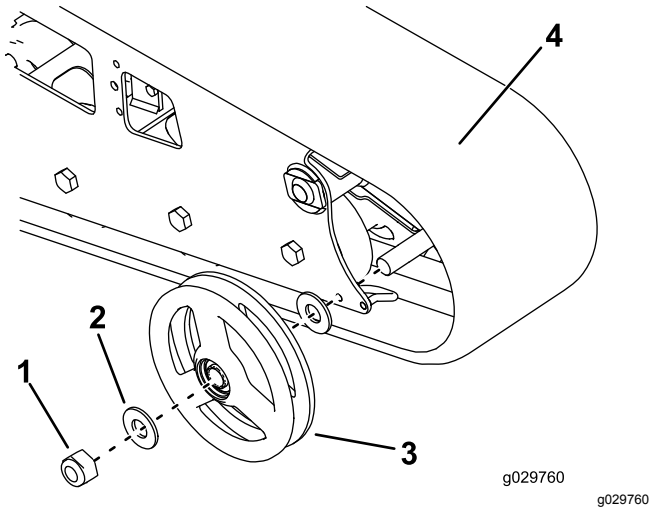

Rysunek 62
7. Odkręć nakrętkę mocującą zewnętrzne koło przednie, a następnie zdejmij koło (Rysunek 62).
8. Zdejmij gąsienicę (Rysunek 62).
9. Zdejmij dwie duże podkładki z kół zewnętrznych, jedną po każdej stronie każdego z kół (Rysunek 62).
12. Załóż nową gąsienicę (Rysunek 62).
13. Załóż zewnętrzne koło przednie i zabezpiecz je wcześniej odkręconą nakrętką (Rysunek 62).